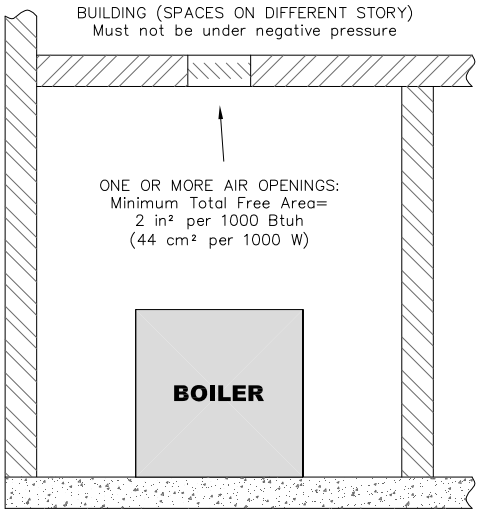

Figure 1.2: Air Openings – All Air from Indoors on Different Floors
b. **Combining spaces on different floors:** Provide one or more permanent openings communicating with additional spaces that have a total minimum free area of 2 in^2 per 1000 Btu/hr (44 cm^2 per 1000 W) of total input rating of all equipment. See Figure 1.2 for an illustration of this arrangement.